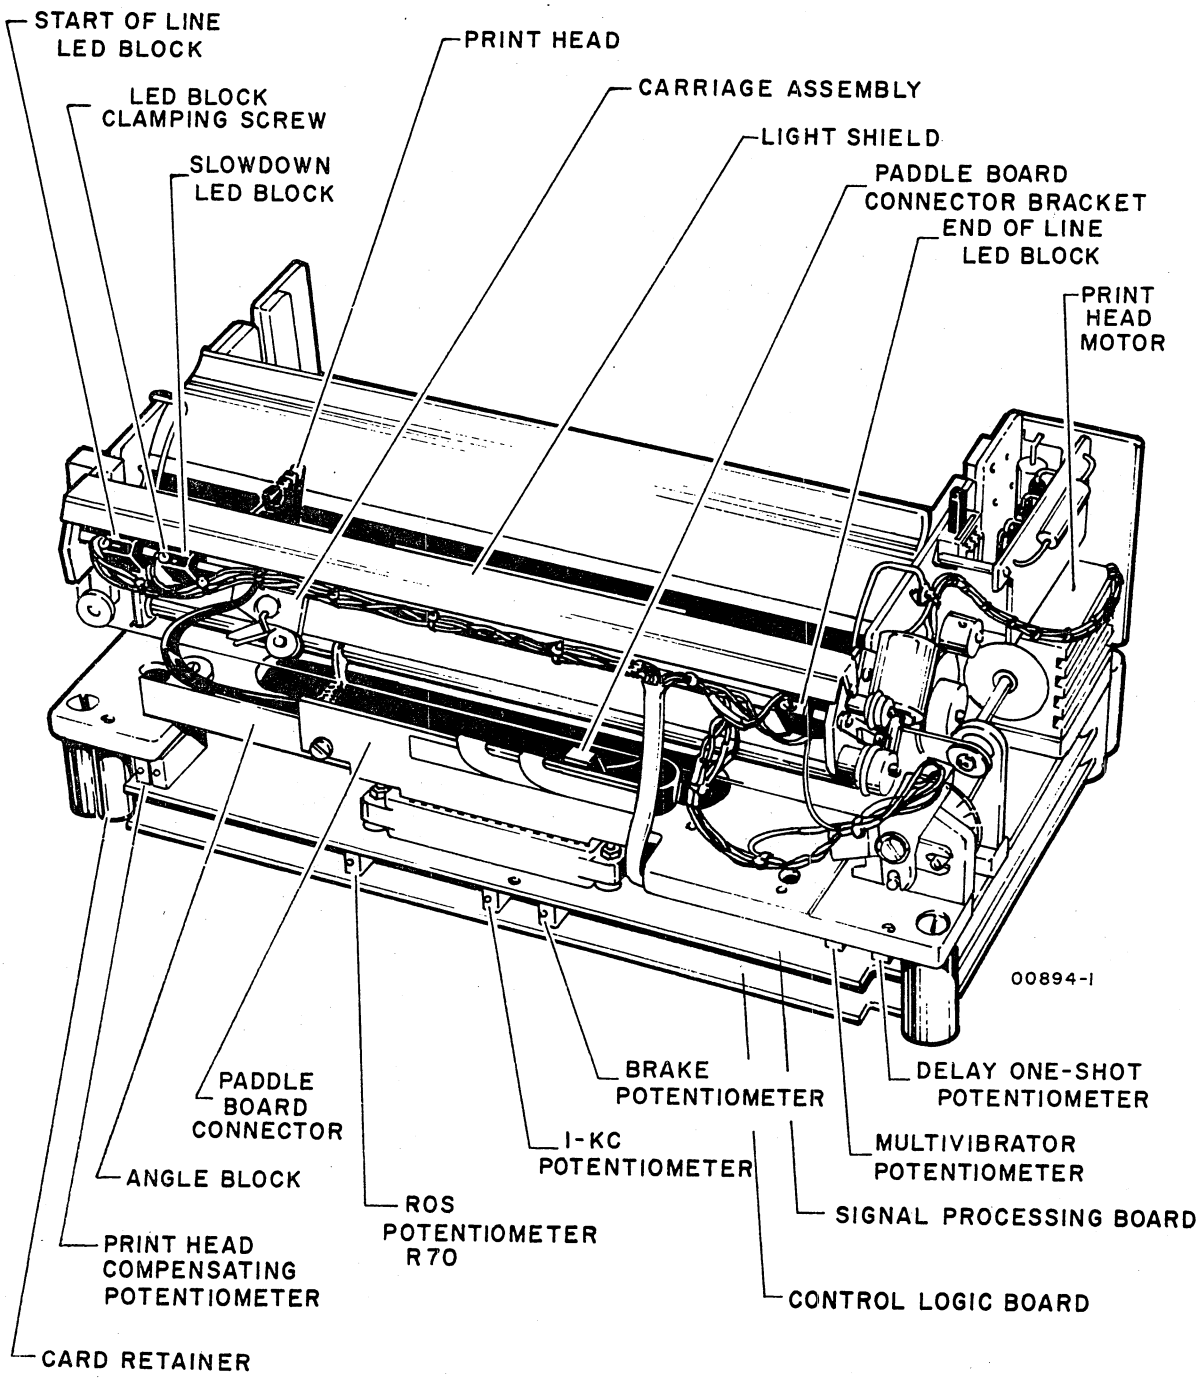

Figure NIP2. Printer, Front View
13) Trigger oscilloscope on CR test point at front of control logic board (figure NIP2) and set trigger to external (+). Connect oscilloscope probe to SD test point.
The serial input clock must be adjusted so that it occurs as close as possible to the center of each data bit time. This provides tolerance for input signal distortion. There are two interacting adjustments required to properly position the clock pulses: (1) delay one-shot time and (2) multivibrator frequency. The delay one-shot time determines the position of the first clock at data bit one time. The multivibrator frequency determines the position of the subsequent clock pulses. See figures NIP2 and NIP9 and proceed as follows.